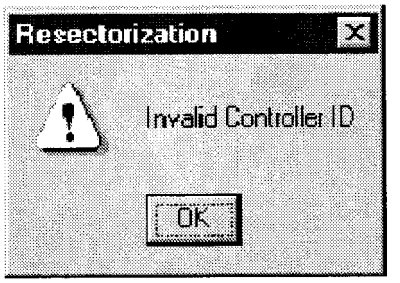

FIGURE 4-28. INVALID CONTROLLER ID ERROR MESSAGE
(2) If the OK button is pressed with an invalid controller ID an error message box, Figure 4-28, is displayed and the message is not sent.